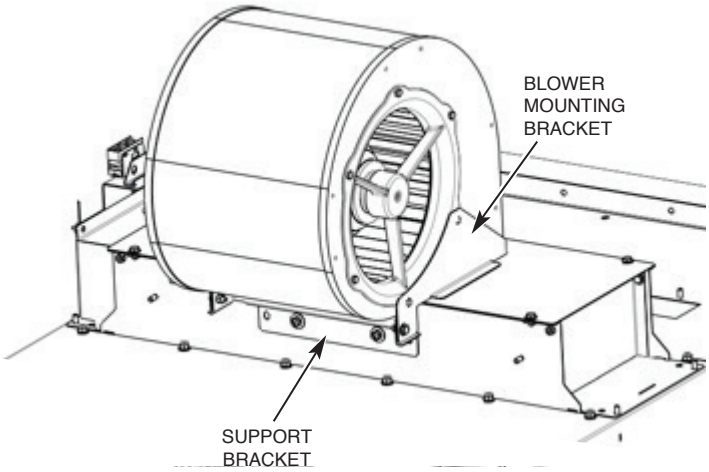

Fig. 26
3. Lower the back side of the blower assembly down so that the holes in the blower mounting brackets line up with the holes in the support brackets on the heater housing (Fig. 26).
4. Install ¼-20 hex head cap screws with washers and stop nuts as shown in Fig. 26 and tighten.